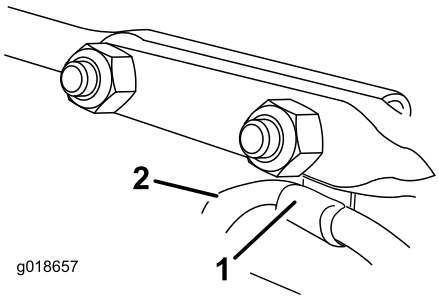

Rysunek 16
6. Załóż zacisk linki, który podtrzymuje linkę deflektora, pod główkę przedniej śruby podsadzanej i dokręć śruby podsadzane za pomocą nakrętek zabezpieczających z woreczka z częściami (Rysunek 16).